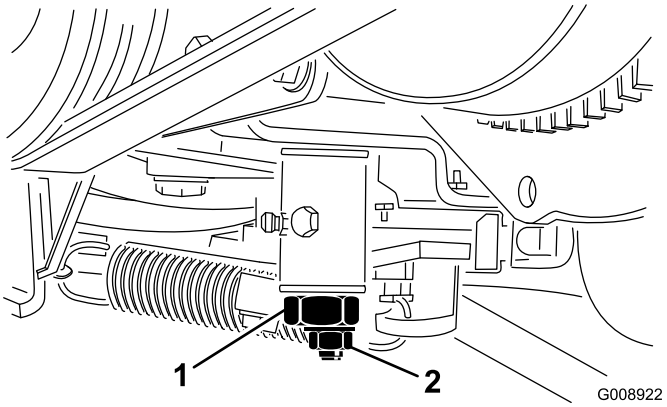

Figur 56
3. Løsne låsemutteren på trekkjusteringskammen (Figur 56).